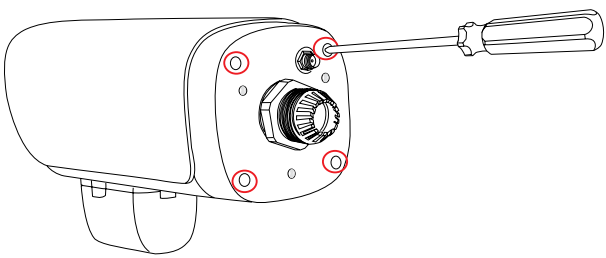

Fig. 1
1. Loosen the four screws on the backplate of your camera and put it aside. **(See. Fig.1)**